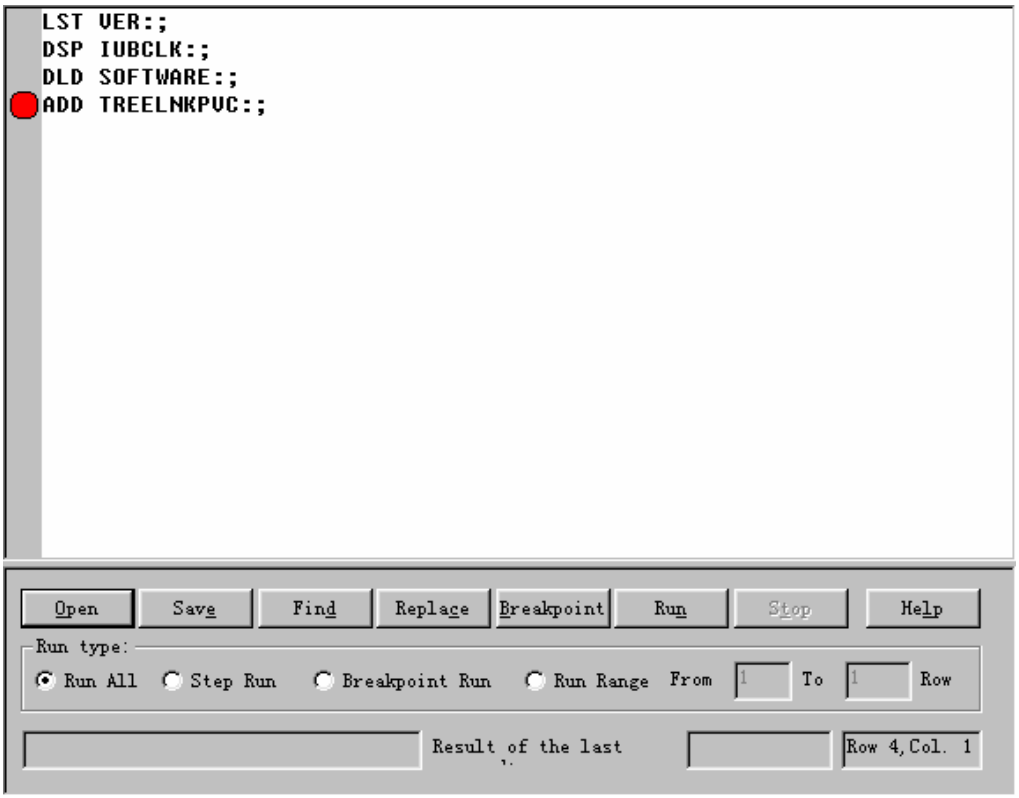

Figure 4-8 Execute now dialog box
4) Click **OK**. The **Execute now** dialog box opens up, as shown in Figure 4-8.